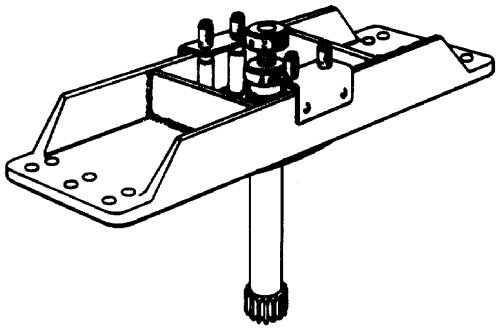
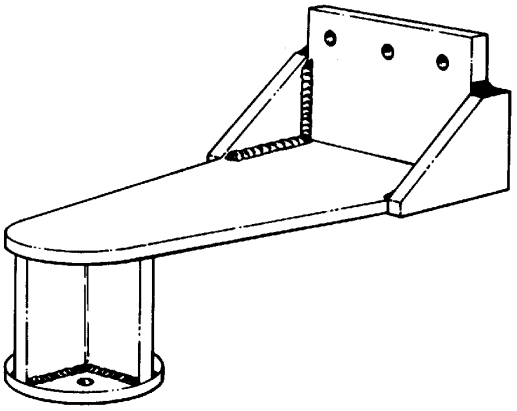

Figure 1. No. 6796965 Compressor Unit to Maintenance Stand Attaching Adapter
Figure 2. No. 6796847 Stand to Compressor Attaching Adapter (2)
h. Install 6796965 compressor unit to maintenance stand attaching adapter (figure 1) and 6796847 stand to compressor unit attaching adapter (figure 2) to the 6795905 engine component turnover stand (figure 3). The parallel rail stand may be used.